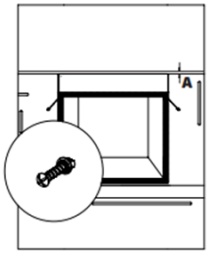

Abbildung 5
- Nach der Installation muss zwischen der Unterseite der Arbeitsplatte und der Oberseite des Geräts ein Freiraum verbleiben, der in Abb. 5 mit “A” bezeichnet ist. Der Freiraum dient der Belüftung und sollte geschlossen sein.
- Befestigen Sie den Backofen mit den mitgelieferten Schrauben an den Möbeln. Die Schrauben müssen durch die am Rahmen des Geräts angebrachten Kunststoffteile gesteckt werden, wie in Abb. 5 dargestellt. Die Schrauben dürfen nicht zu fest angezogen werden. Andernfalls können sich die Schraubenlöcher abnutzen.